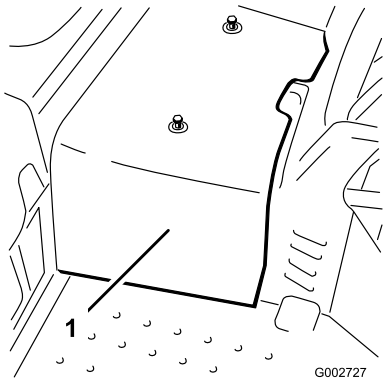

Figuur 39
2. Draai de 2 schroeven los waarmee het middelste scherm is bevestigd aan de machine en verwijder het scherm (Figuur 39).